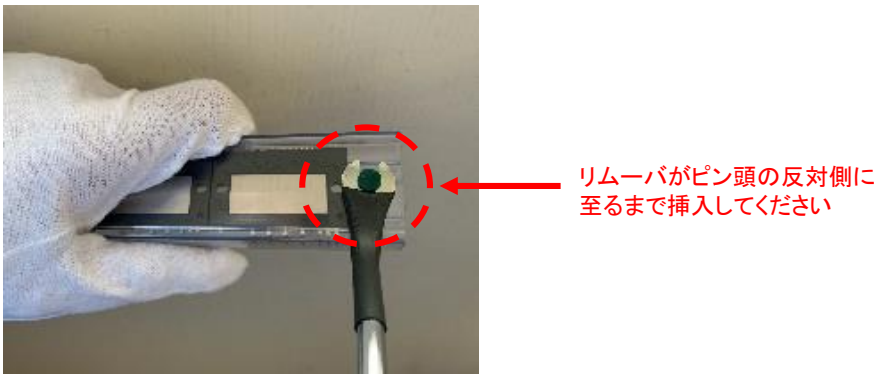

図2-4 リムーバの挿入
③ リムーバーの取り外し部を、ピンとチューブの隙間に入れます。(図2-4参照)